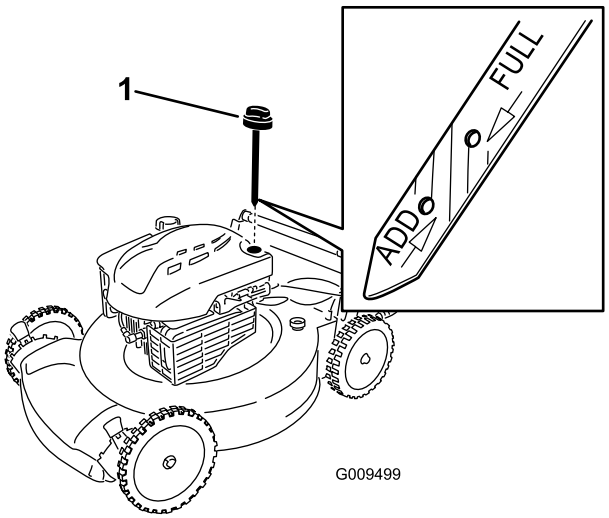

Figur 4
1. Tag målepinden ud (Figur 4).
2. Hæld **langsomt** olie i oliepåfyldningsrøret, indtil oliestanden når op til linjen **Full** (fuld) på målepinden (Figur 4). **Fyld ikke for meget på.** (Påfyld maks.: 0,59 l, type: SAE 30 selvrensende olie med API-serviceklassifikation SF, SG, SH, SJ, SL eller højere.)